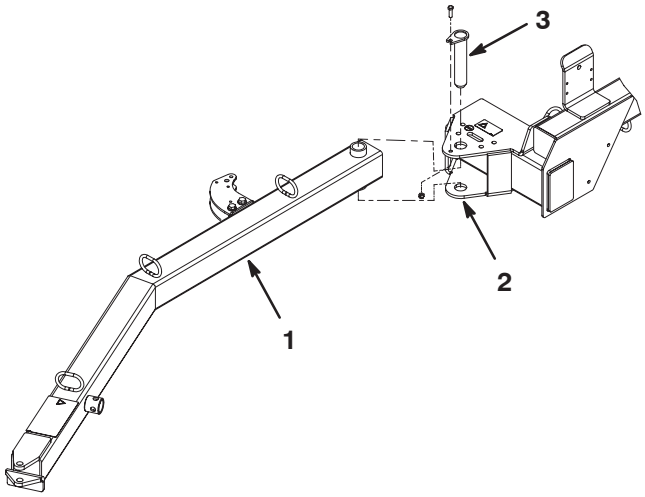

Figure 2
1. Insérez l'extrémité arrière de la flèche d'attelage entre les plaques de montage de la balayeuse tout en alignant les trous de montage (Fig. 2).
2. Fixez la flèche d'attelage à la plaque de montage au moyen d'une goupille (Fig. 2).
3. Fixez la goupille dans les plaques de montage avec une vis de 3/8–16 x 1–1/4 pouce et un contre-écrou de 3/8–16 (Fig. 2).